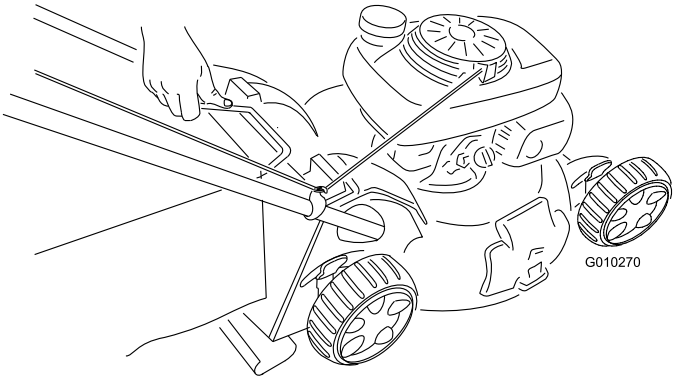

Figur 29
2. Løft gressposehåndtaket ut fra sporet på toppen av gressklipperen og fjern posen fra gressklipperen (Figur 29).